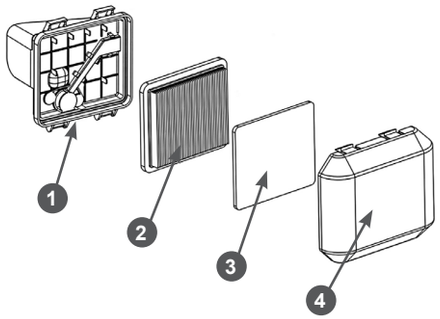

**Рис. 23 Обслуживание воздушного фильтра**
1. Нажмите на фиксаторы и снимите крышку 4 воздушного фильтра (Рис. 23).
2. Извлеките из крышки воздушного фильтра предварительный фильтрующий элемент 3 (Рис. 23).
3. Извлеките основной фильтрующий элемент 2 (Рис. 23).